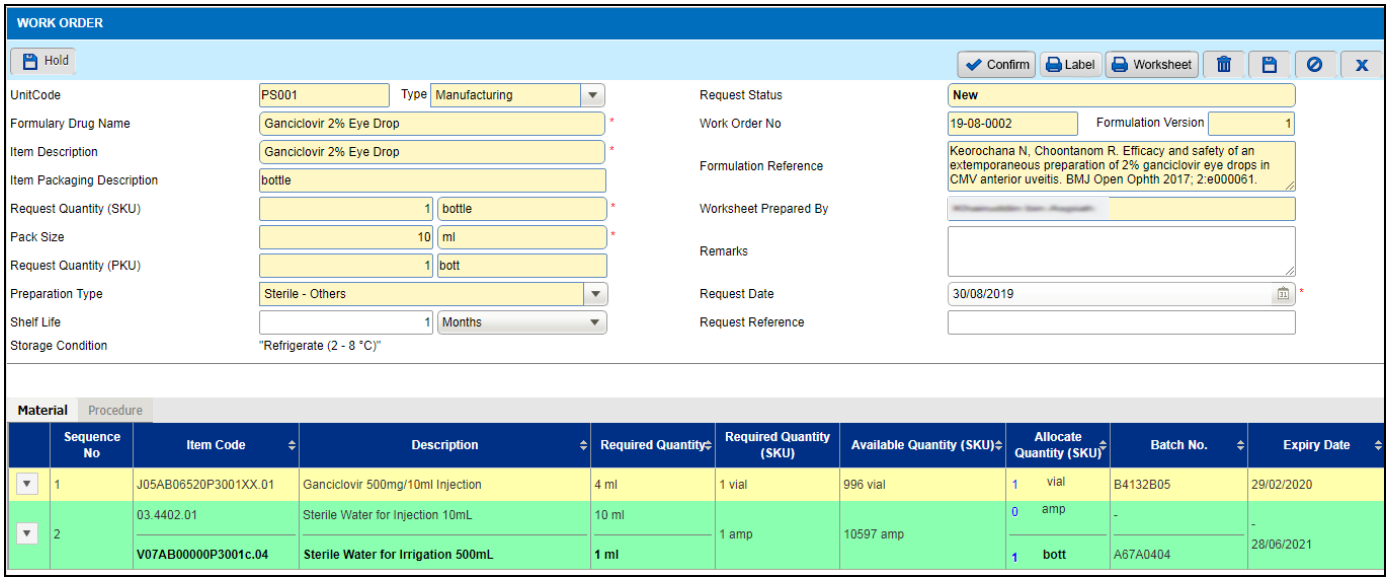

Figure 3.1.1-5 Updated New Material
*Alternate drug field will change to green color as per **Figure 3.1.1-5.***